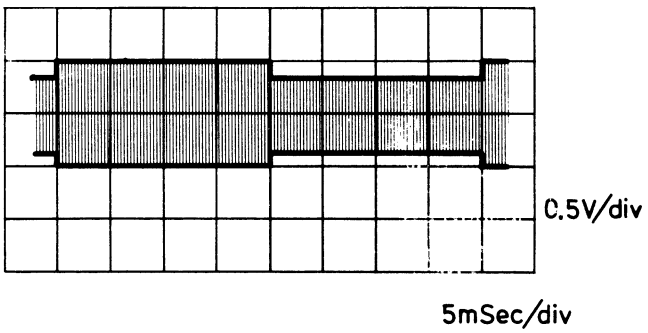

Fig. 2.24
- Mutter C (Abb. 2.23) derart justieren, dass die 25-Hz-Modulation des Signals restlos beseitigt ist (Abb. 2.24).